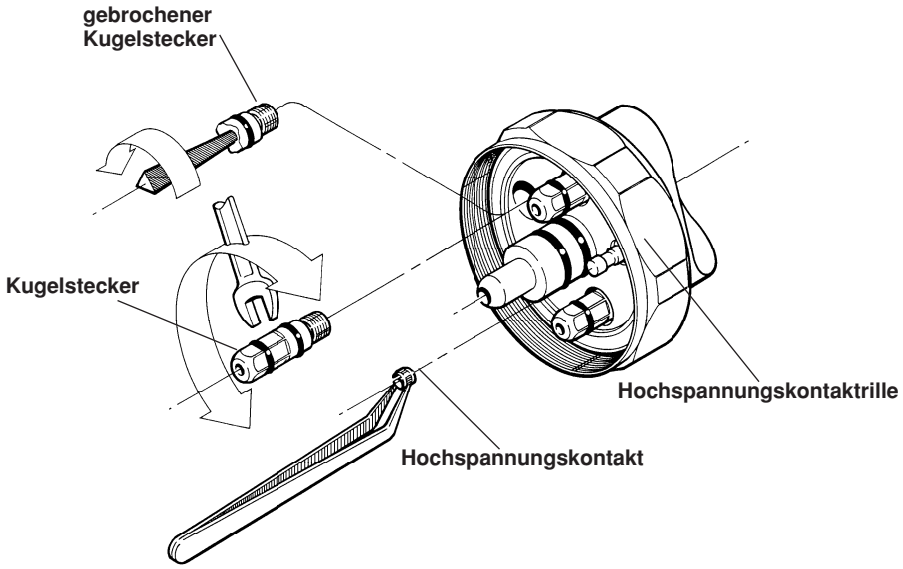

Abbildung 5-11 Aus- und Einbau den Kugelstecker und Hochspannungskontakt
1. Wenn der Kugelstecker nicht gebrochen ist, ist ein verstellbarer Schraubenschlüssel zum Ausbau des Steckers zu verwenden (Abb. 5-11).
1. Hochspannungskontakt mit der Pinzette greifen und vom Stift ziehen (Abb. 5-11).